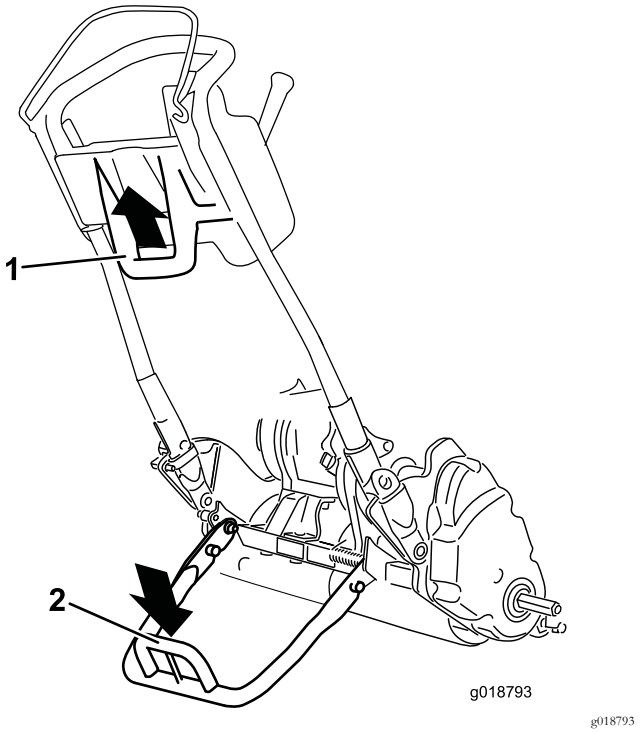

Rysunek 27
- Aby użyć podpórki w celu zamontowania kół transportowych, opuść ją na ziemię i stań na pętli podpórki, równocześnie ciągnąć w górę i do tyłu za dolny, środkowy uchwyt urządzenia (Rysunek 27).